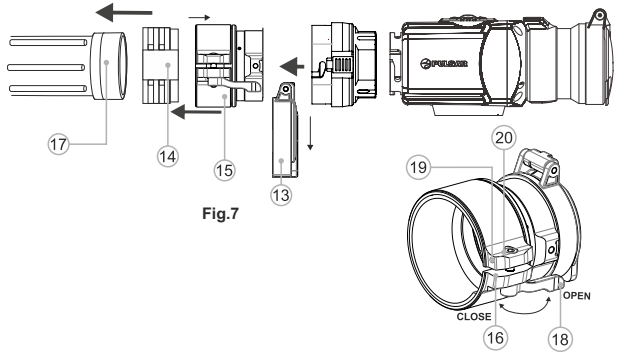

Fig.7
- Install firmly the adapter with the insert onto the objective lens **(17)** of an day device **(Fig.7).**
- Snap the lever **(18)** from the original **OPEN** position to the **CLOSE** position **(Fig.7)**. Check that the adapter firmly fits the objective lens.